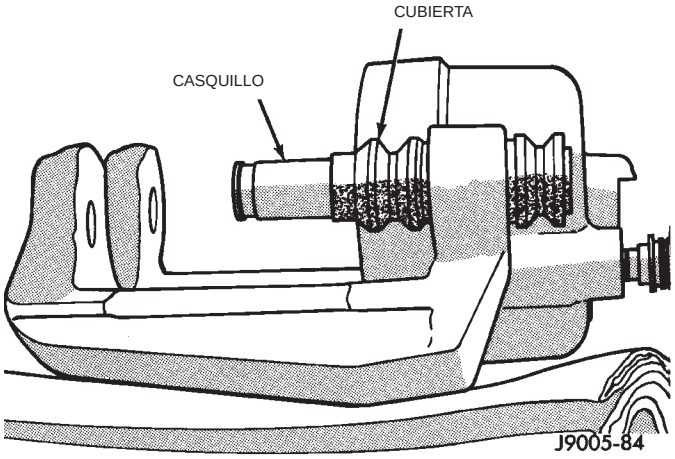

Fig. 50 Instalación de casquillos y cubiertas
(1) Lubrique con una capa de líquido de frenos nuevo y limpio el hueco del pistón del calibrador, el nuevo sello de pistón y el pistón.
(2) Lubrique los casquillos del calibrador y el interior de las cubiertas de los casquillos con grasa siliconada.
(3) Instale las cubiertas de los casquillos en el calibrador. Inserte luego el casquillo en la cubierta y empuje el casquillo hasta colocarlo en posición (Fig. 50).